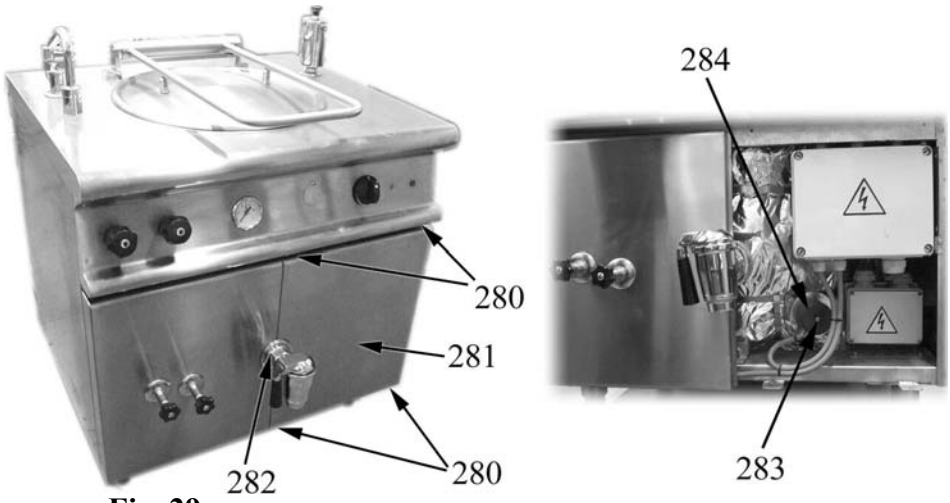

Fig. 29
- remove the control panel pos. 281 in Fig. 29 by unscrewing the screws pos. 280;
- loosen the nut on the drain valve pos. 282 to make it easier to remove the front panel pos. 281;
- unscrew the nut pos. 283 that fixes the heating element cover in place pos. 284;